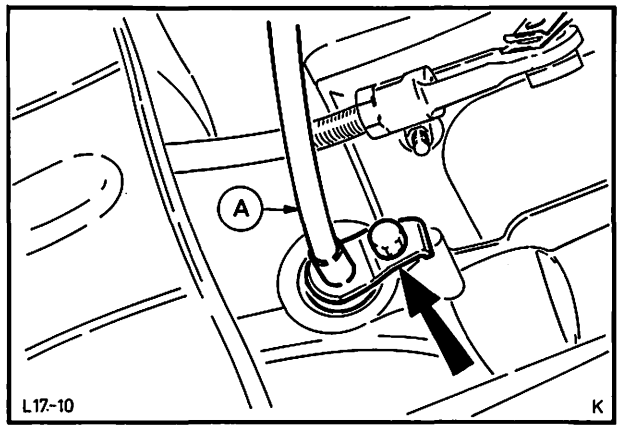

Abb. 66 Schaltgetriebe – E und Automatikgetriebe
Bei Fahrzeugen mit Schaltgetriebe – E oder Automatik-Getriebe, die Schraube, Federring und Halterung von der Antriebswelle am Getriebe entfernen und Antriebswelle abbauen, Abb. 66.
8. Bei Fahrzeugen mit Schaltgetriebe – B, die neu verlegte Antriebswelle in der Getriebeverlängerung mit Sprengring sichern, Abb. 66.
Bei Fahrzeugen mit Schaltgetriebe – E oder Automatik-Getriebe, Halterung über die Antriebswelle schieben und mit Klemmschraube und Federring an der Getriebeverlängerung anschrauben (Drehmoment: 6,9 – 9,8 Nm, 0,7 – 1,0 kpm), Abb. 66.